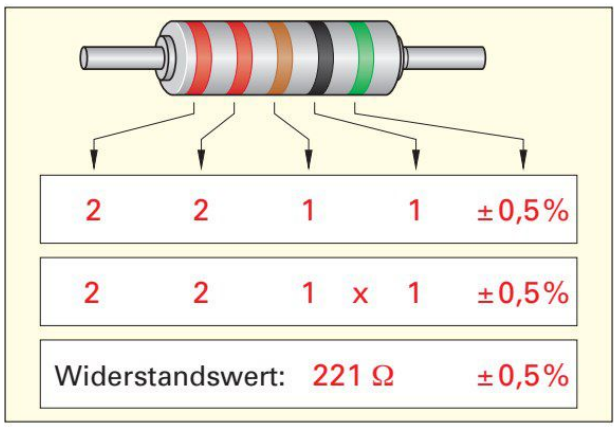

Bild 2: Berechnungsverfahren mit 5 Farbringen
2. In einer Schaltung finden Sie einen Widerstand mit fünf Farbringen **(Bild 2)**. Welche Bedeutung haben die fünf Farbringe?
3. Tragen Sie das Berechnungsverfahren in **Bild 2** ein. Wie groß ist der Widerstandswert?